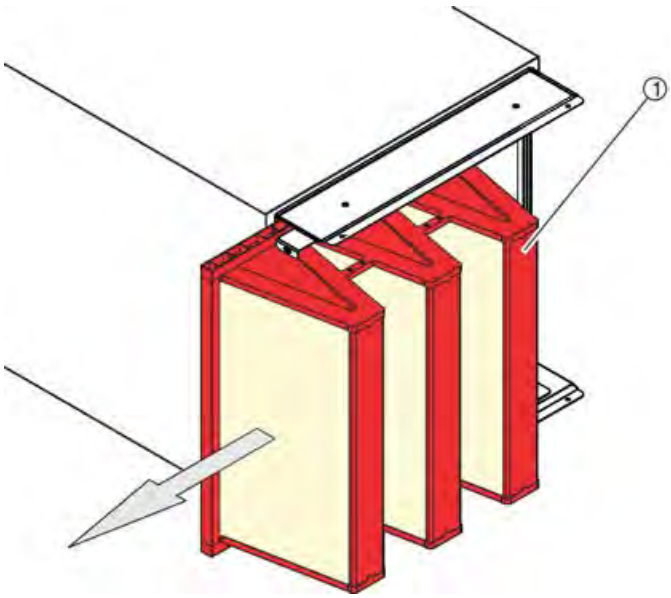

Fig. 25: Afmontering af filterelementet
5. ▸ Træk filterelementet (Fig. 25 / 1) ud i siden.